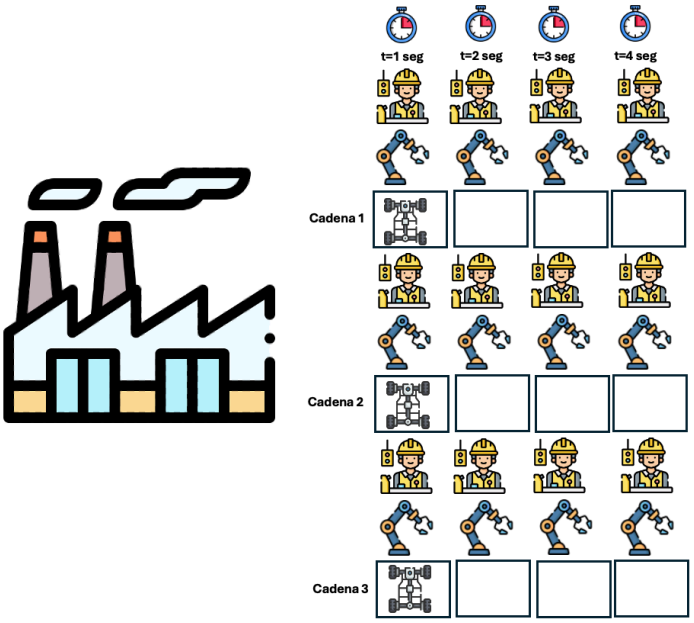

Figura 1. Representación del caso de uso descrito anteriormente.
d. Planificador (en inglés *scheduler*). Es el componente principal que hace funcionar las cadenas de montaje. Para ello, se comporta como un reloj, donde en cada segundo hace que se ejecute una acción dentro de la cadena de montaje. De esta forma, el avance de los vehículos por la cadena de montaje será simulado por el planificador. Por ejemplo, un caso de uso sería el siguiente: el gestor de planta configura las cadenas de montaje para construir coches. Cuando se inicia el proceso, en el segundo 1, los operarios de las cadenas 1, 2 y 3 que controlan los robots de montaje de chasis en cada una de las cadenas, respectivamente, utilizarán los robots para montar los chasis en cada una de las cadenas de montaje, requiriendo el tiempo necesario y aplicando todas las modificaciones necesarias en el estado del vehículo, cadena de montaje y en el almacén de piezas; en el segundo 2, se producirá un cambio de estado en el vehículo, el planificador avanzará las cadenas de montaje hasta los segundos operarios para montar los motores en cada uno de los chasis montados en el estado anterior. Así, sucesivamente, a cada segundo, el planificador irá avanzando cada una de las cadenas de montaje para ir ensamblando los vehículos, siempre y cuando no se produzca ningún evento externo que lo retrase. Ejemplos de eventos externos serían cualquier rotura que se produzca en la cadena de montaje que requiera de mecánicos de cinta para repararlo o problemas en el sistema que necesiten del administrador para restaurarlos. La Figura 1 muestra un ejemplo visual del caso de uso descrito. Es importante remarcar que en este caso de uso todos los operarios tardan un segundo en hacer su función porque se han considerado sólo operarios eficientes. Si en lugar de eficientes fueran usuarios estándar o hubiera distintos tipos de operarios en las cadenas, habría que considerar los tiempos de dichos operarios para realizar los ensamblajes de los vehículos.